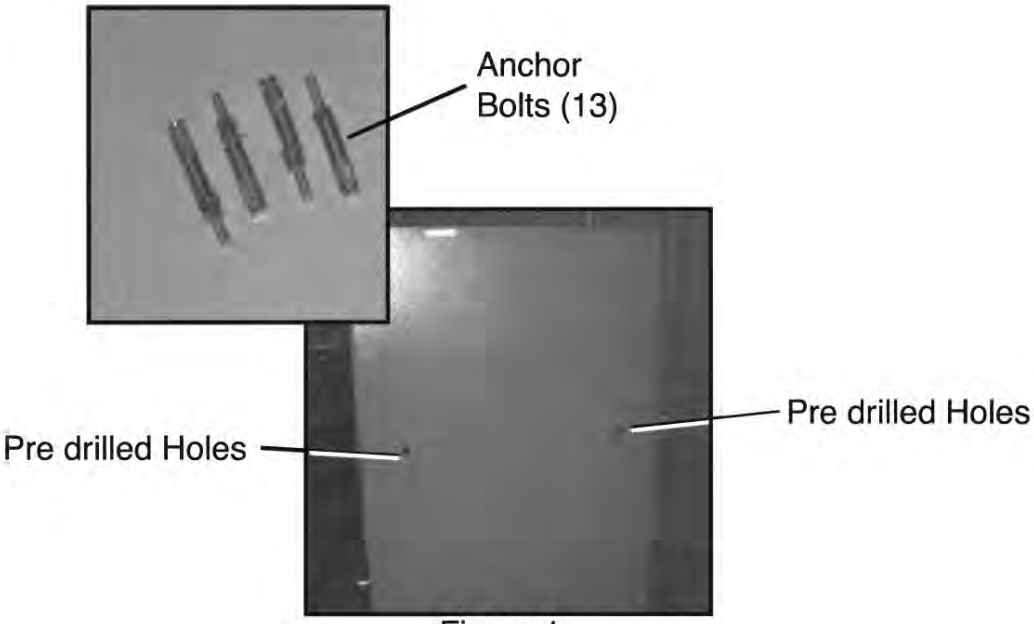

Figure 1
1. You ***MUST*** bolt the Safe to a wall or a floor surface to increase theft-deterrence and safeguard against tipping. Bolt-down holes are pre drilled in the back wall and bottom of the safe. See Figure 1 below.
2. Use Anchor Bolts (13), or seek a bonded professional for installation of the Safe into cement. Note: For floor or wall mounting, use long bolts of a suitable size (not included) to bolt into wall studs or floor joists.
3. Using the back of or bottom of, the Safe as a template, mark the location of the mounting holes on the concrete surface using a pencil or other marker. ***See Figure 1.***
4. Move the Safe aside, and drill four suitable pilot holes in the mounting surface. Use a masonry drill to set the path for each bolt. Make certain that the drilling path is clear and free of obstacles such as wires, cables and electrical lines. Drill holes should be the diameter of the Anchor Bolts (13). Insert the Anchor Bolts into each drilled hole and tap Bolts into concrete. Remove washer and nut from each bolt. The Safe now has to be lifted into position to fit over the four anchor bolts. Because of the heavy weight of the Safe, this task should only be done by several capable workmen. With the Safe in position, add washers and nuts to Anchor Bolts. By tightening the nuts in place, the sleeve around each bolt will expand, and secure each bolt into the concrete to secure the Safe in place.